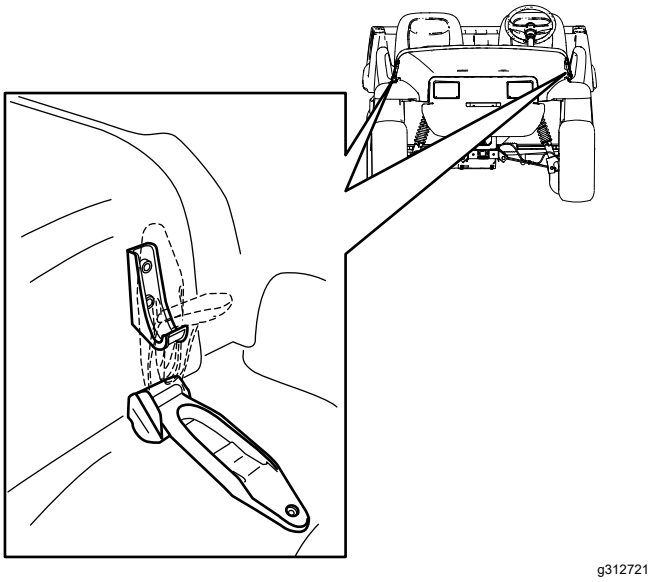

Figur 21
1. Løft gummilåsenes håndtag på hver side af motorhjelmen (Figur 21).
2. Fastgør motorhjelmen ved at placere gummilåsene på låseforankringerne på hver side af motorhjelmen (Figur 21).